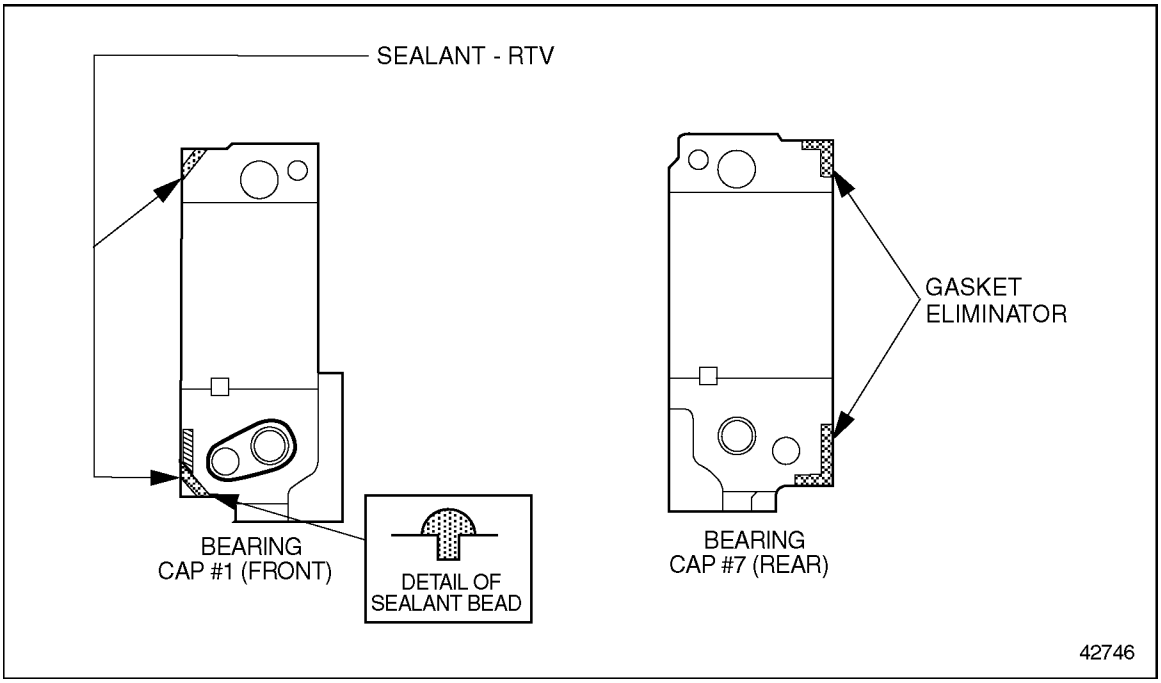

Figure 1-398 Sealant Application
8. Apply RTV to grooves in camshaft cap No. 1 and Gasket Eliminator® to camshaft cap No.7. See Figure 1-398.